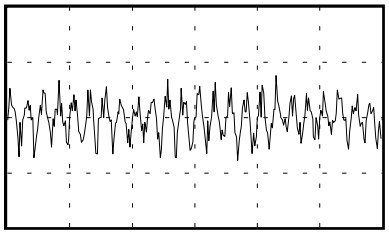
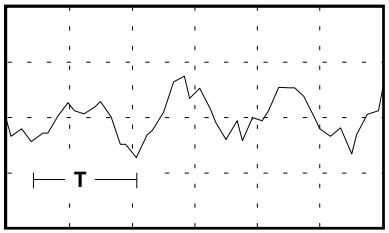

Fig. 2: Random voltage with **Rate = 0**
Fig. 3: Random voltage with **Rate = 10**
③ Rate
Use control ③ to adjust the **cycle time T** of the random voltage at output ❸. T is a theoretical figure, because of the random voltages the module produces. In practice, a setting of 0 on the knob means fast changes in voltage, producing a spectrum similar to pink noise (see Fig. 2); and 10 means slow changes (see Fig. 3).